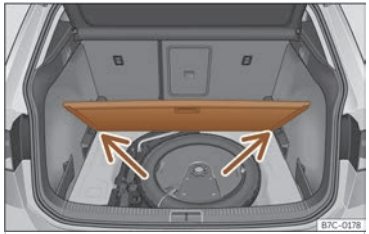

Fig. 167 Suelo variable del maletero: posición inclinada.
- Apoye el piso sobre los alojamientos previstos para tal uso ››› **fig. 167** (flechas).